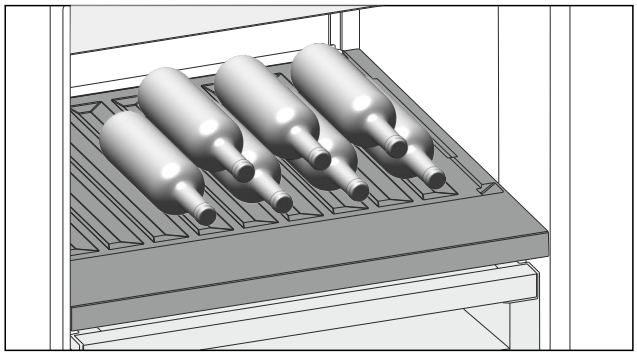

Fig. 138 Reprezentare exemplificatoare
▶ Introduceți sticlele cu fundul în spate, către peretele posterior. (vezi Fig. 138)